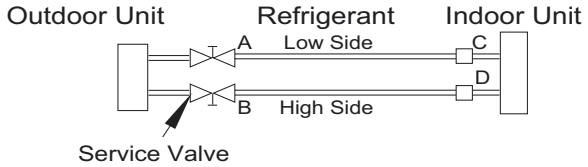

Fig. 22 — Service Valve
1. Completely tighten flare nuts A, B, C, D, connect the manifold gage charge hose to a charge port of the low side service valve (see Fig. 22).